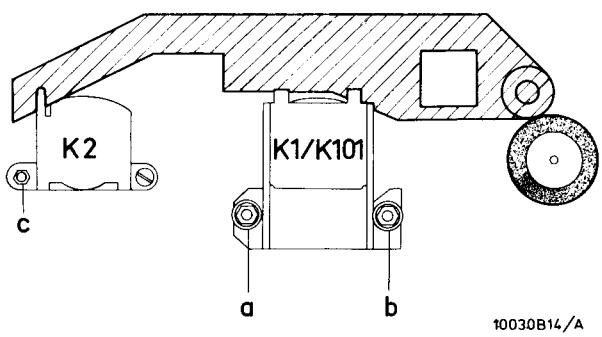

Fig. 7
a. Höhe des A/W-Kopfes (Abb. 7)
b. Azimut des A/W-Kopfes (Abb. 7)